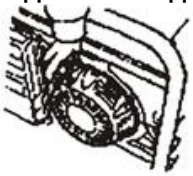

Рис. 25
4.6 Потягніть повільно пускову рукоятку, поки не відчуєте опір, потім потягніть з силою (Рис. 25).